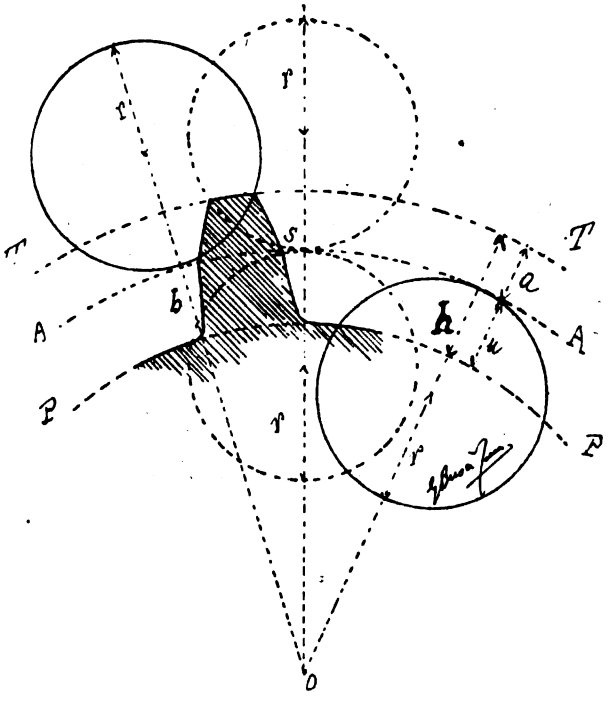

Fig. 8.
12. — Nella fig. 8 diamo i dati necessari riguardanti ad un ingranaggio a dentatura cicloidale e cioè quando gli epicicli sono tutti uguali e costanti. Questi dati sono gli stessi tanto nelle dentature interne quanto nelle dentature esterne.